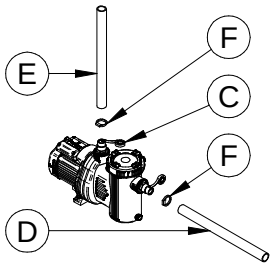

Fig. 24
3. Apply some turns of the supplied teflon around the rubber holders (Fig. 24, # C; *hydraulic parts*) to ensure the pipe is sealed (*hydraulic parts)* onto the rubber holder.
4. Connect the *inlet* pipe (*hydraulic part)* to the IN rubber holder (Fig. 24, # D) and the outlet pipe to the OUT rubber holder (Fig. 24, # E). Fix the pipes (*hydraulic part)* with clips (Fig. 24, # F).